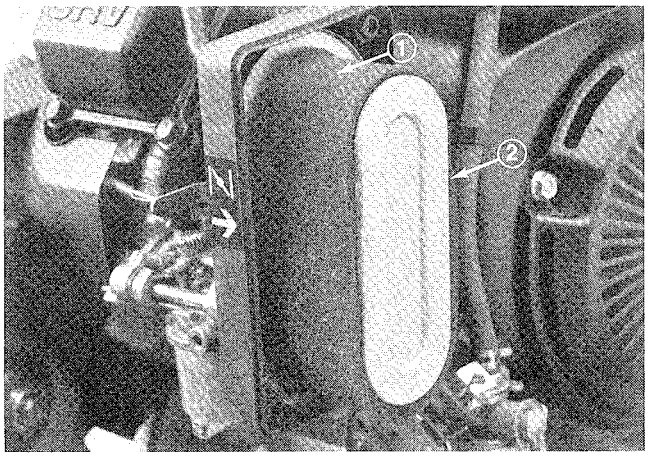

Figure 26
3. If foam element is dirty, remove it from paper element (Fig. 26). Clean thoroughly.